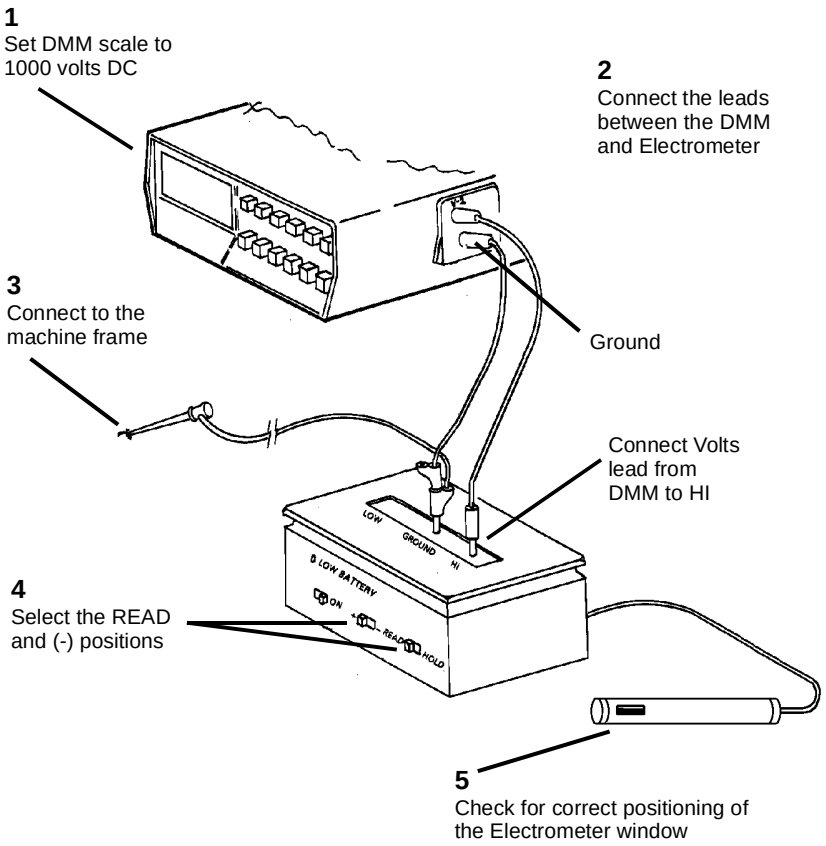

**Figure 1 Connecting the Electrometer to the DMM**
10. ( Figure 1): Prepare the Electrometer and connect it to the DMM.